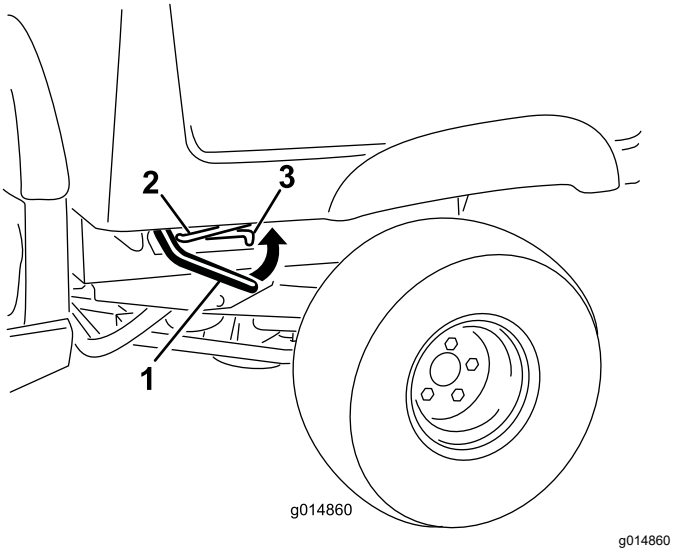

Figur 14
1. Hev spaken på en av sidene av lasteplanet og hev lasteplanet (Figur 14).
1. Hev lasteplanet litt ved å heve låsespaken (Figur 14).